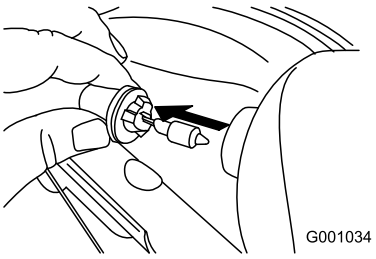

Rysunek 57
3. Wyjmij żarówkę prosto z tyłu reflektora (Rysunek 57).